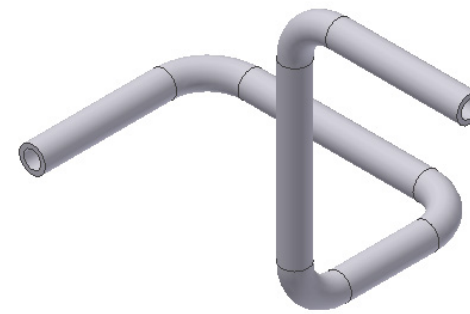

Figure 18-47 *Pipe for Tutorial 3*
3. Choose **OK** to close the **Properties-Sweep** dialog box. The final pipe for Tutorial 3 is shown in Figure 18-47.